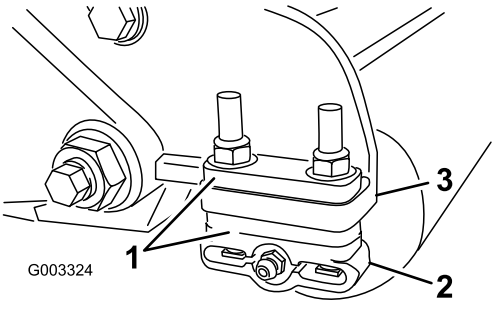

Figur 11
1. Juster brakettene for den bakre valsen (Figur 11) til ønsket klippehøyde ved å plassere nødvendig antall avstandsstykker under monteringsflensen for sideplaten (Figur 11) i henhold til klippehøydeskjemaet.